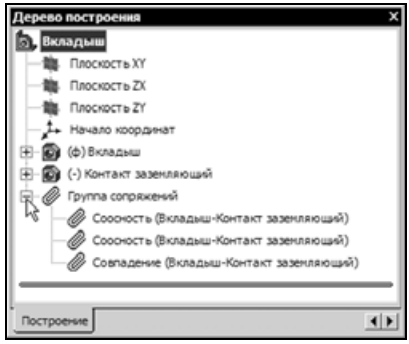

Рис. 7.20
- Сопряжения, назначенные компонентам, сохраняются в дереве построения в элементе **Группа сопряжений** (рис. 7.20). Раскройте элемент щелчком на символе "+", слева от его названия.